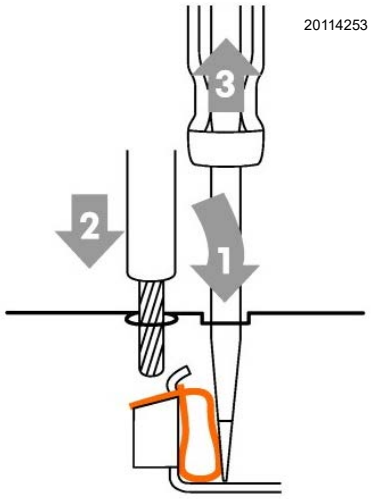

Fig. 35
- ➤ Insert the previously stripped cable and remove the screwdriver. Make sure the cable is securely fastened (Fig. 35).